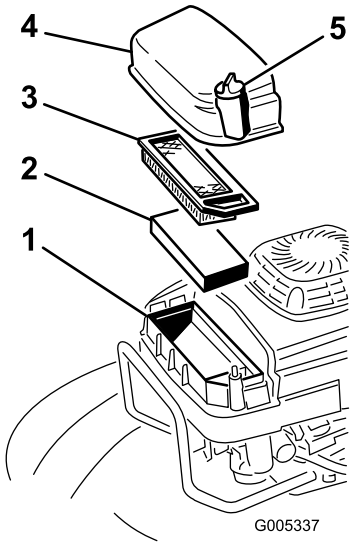

Figura 25
2. Togliete la vite che blocca il coperchio del filtro dell'aria (Figura 25).
3. Togliete il coperchio e pulitelo accuratamente (Figura 25).
4. Togliete e controllate i filtri di carta dell'aria (Figura 25) e gettateli se sono eccessivamente sporchi.